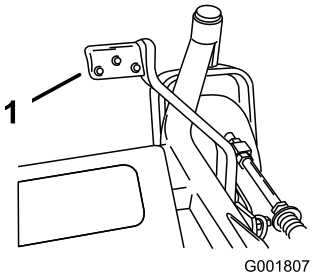

**Figuur 27**
2. Trap hierop terwijl u de maaihoogtehendel omhoog trekt (Figuur 27).